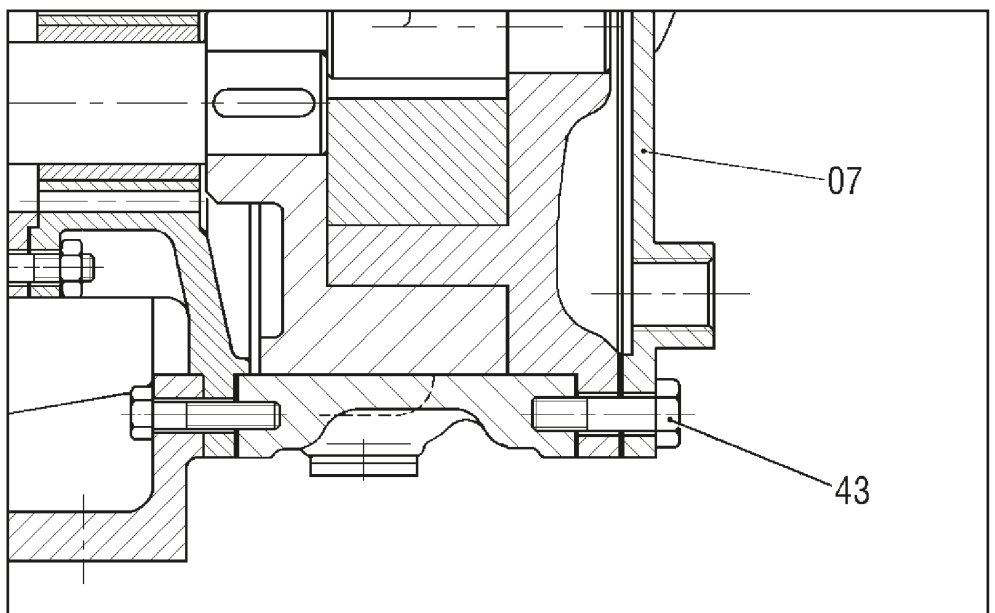

fig. 12
- ☐ Si la pompe est équipée d'une chambre de réchauffement sur le couvercle (07) celle-ci se séparera du couvercle en enlevant les boulons (43) (fig. 12). Veiller à ne pas abÎmer le joint et le remplacer si nécessaire.